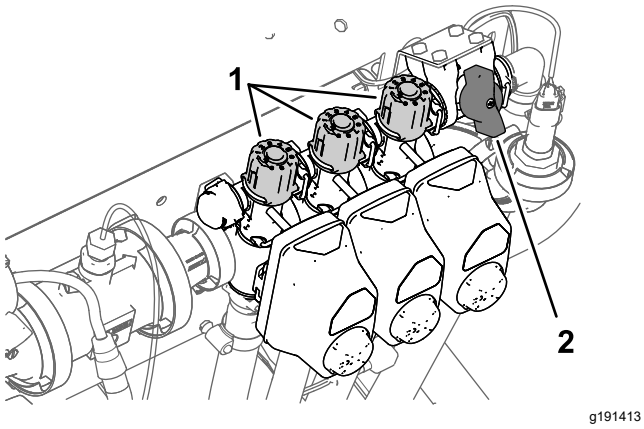

Figur 27
2. Stäng av omkopplaren för vänstersektionen och justera sektionens överströmningsvred (Figur 27) tills värdet som visas når föregående nivå i tabellen.
4. Justera den högra sektionens överströmningsvred (Figur 27) tills värdet av föregående nivå visas, enligt tabellen.
6. Justera mittsektionens överströmningsvred (Figur 27) tills värdet som visas når föregående nivå i tabellen.